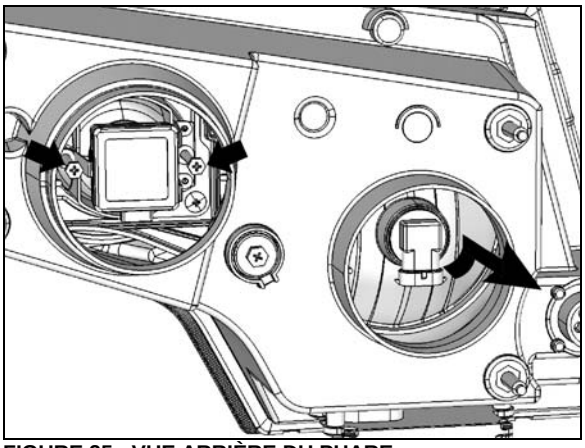

FIGURE 25 : VUE ARRIÈRE DU PHARE
5. HALOGÈNE : tourner la base de l'ampoule dans le sens antihoraire. XÉNON : dévisser les vis cruciformes indiquées par les flèches, tirer le dispositif de retenue et retirer l'ampoule (**FIGURE 25**).